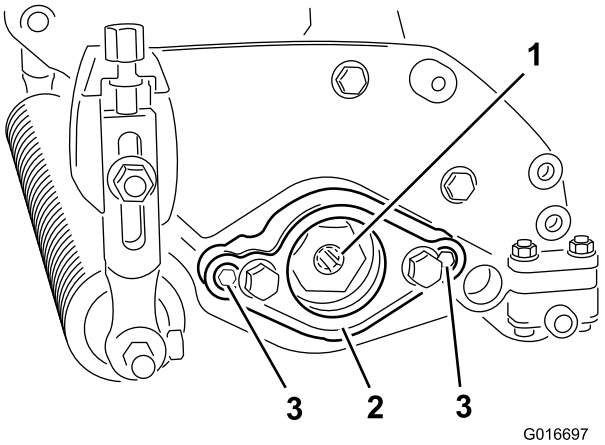

Figur 4
3. Fjern de (2) unbrakoskruer, der holder motorophænget fast i venstre side af stråklippeenheden.
4. Fjern motorophænget (Figur 4).
5. Smør indersiden af drivnoten med fedt (Figur 4).